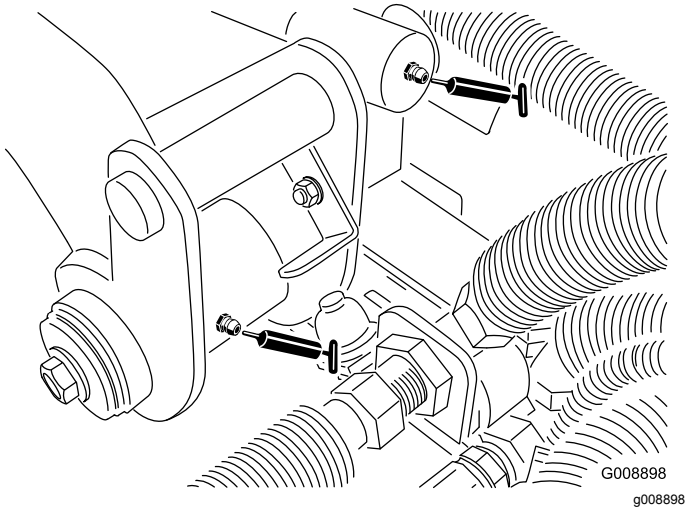

Figur 53
- Bakre lyftarmstapp och lyftcylinder (2) (Figur 53)